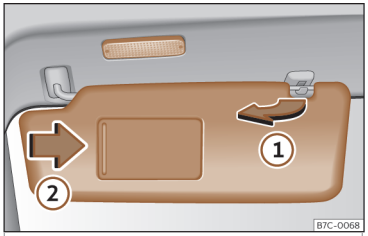

Fig. 95 Parasol.
- El parasol puede extraerse de la fijación y girarse hacia la puerta››› **fig. 95** (1).